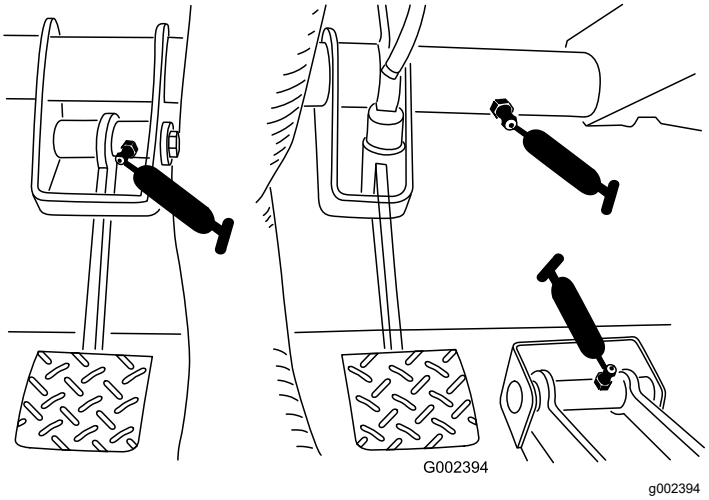

Bild 31
- **Kupplung (1)**; siehe Bild 31
- **Gaspedal (1)**; siehe Bild 31
- **Bremse (1)**; siehe Bild 31